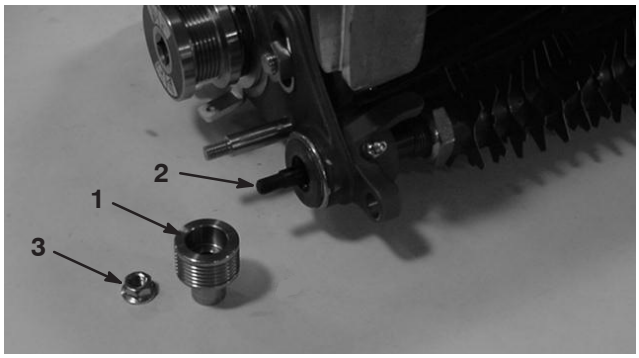

Figure 39
6. Remove the flange lock nut securing the driven pulley to the end of the groomer shaft (Fig. 39). Remove the pulley.